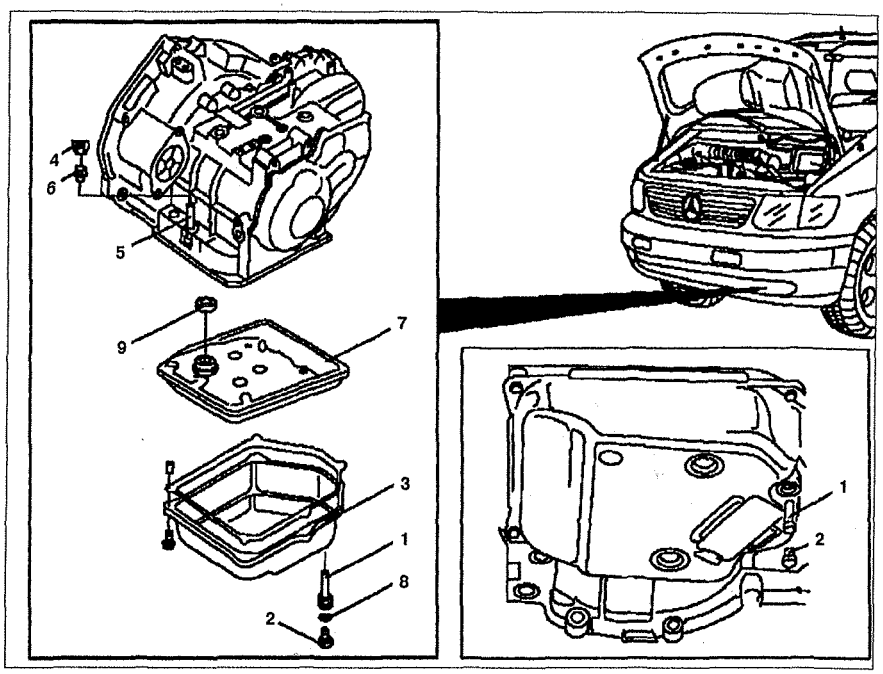

Рис. 6.54. Замена трансмиссионной жидкости и масляного фильтра АКПП:
2. Протрите поверхность вокруг пробки **6** и выкрутите ее из поддона **3** (см.рис.6.54). Замените уплотнительное кольцо **8**.